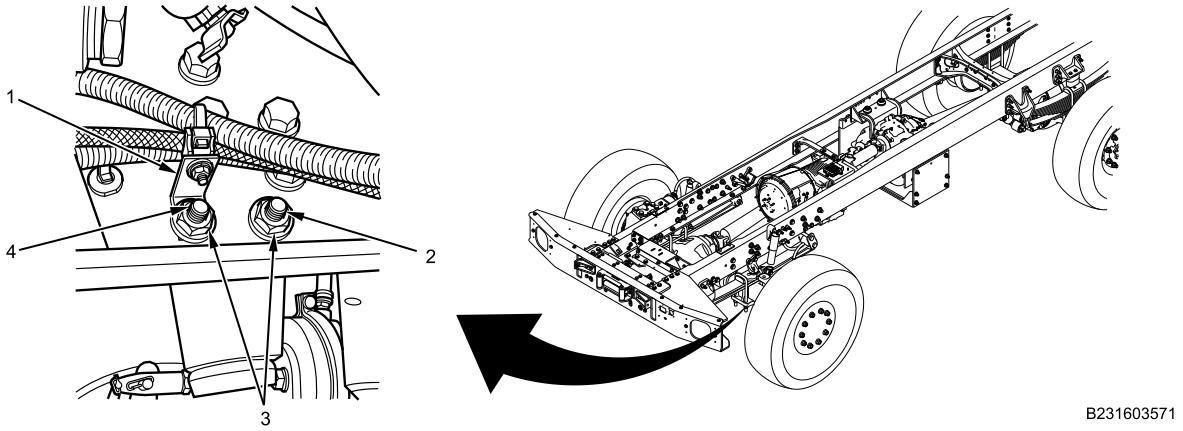

Figure 1. Front Axle Bumper Stop Bracket Locknut and Harness Clip Extension Removal.
1. Remove two locknuts (Figure 1, Item 3) from two bolts (Figure 1, Item 2 and 4). Discard locknuts.
2. Remove harness clip extension (Figure 1, Item 1) from bolt (Figure 1, Item 4).